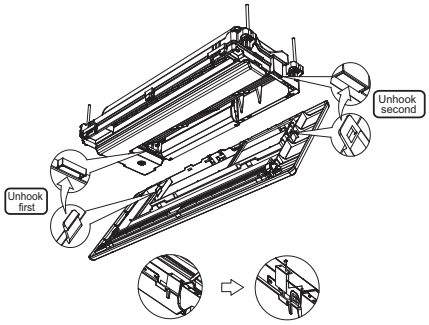

Fig. 14 —Removing the Panel
4. See Fig. 14 for "Removing Panel from Unit" instructions for 2 clips on the panel assembly.